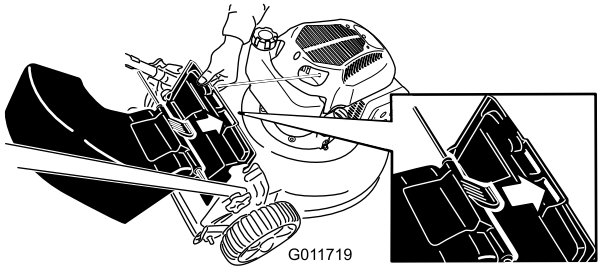

Figur 17
3. Haka fast den bakre utkastarriktaren i den högra skåran på den bakre gräsriktaren (Figur 17).